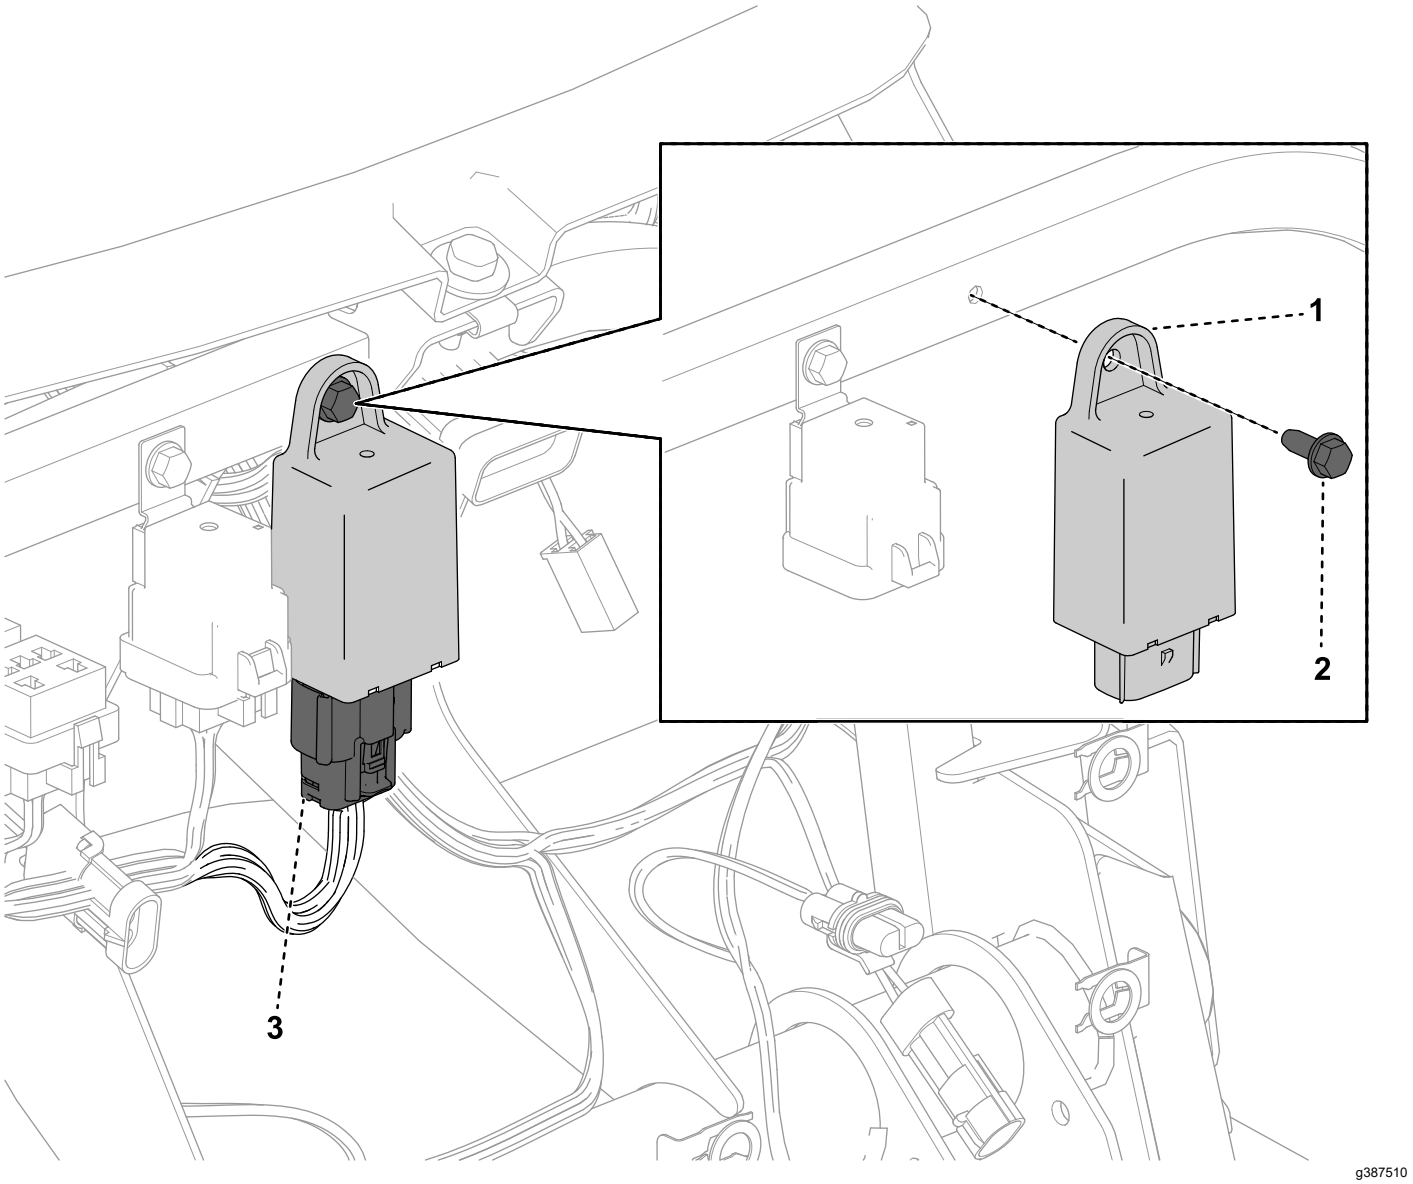

Figuur 6
1. Bevestig het knipperlichtrelais op de steunbuis van de bevestigingsbeugel van het dashboard (Figuur 5) met de zeskantbout (Figuur 6).
2. Zoek de aansluiting van de kabelboom van de machine met de aanduiding SIGNAL MODULE en koppel de aansluiting aan op het knipperrelais (Figuur 6).